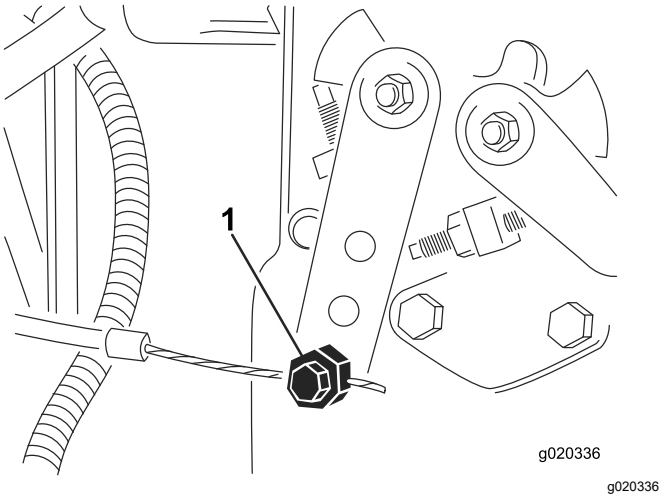

Figuur 78
2. Zet de klem van de gaskabel op de hefboom van de injectiepomp los (Figuur 78).